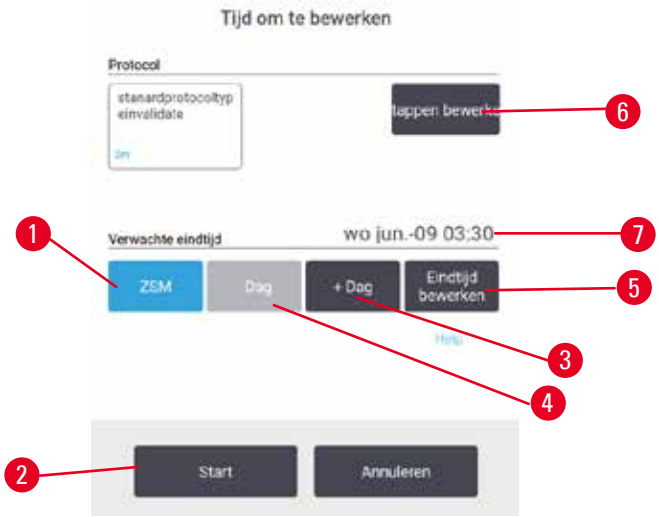
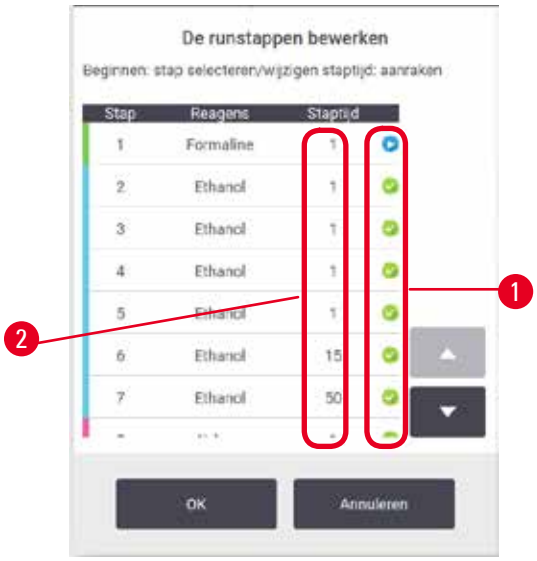

Afb. 53
Afb. 55
U kunt een programmarun plannen met het dialoogvenster **Tijd voor verwerking** (→ Afb. 53).
1. Start een programmarun zoals gebruikelijk vanuit het scherm **Status** en ga verder totdat het dialoogvenster **Tijd voor bewerking** (→ Afb. 53) geopend wordt. Tik op **Stappen bewerken** (→ Afb. 53-6) om het dialoogvenster **Runstappen bewerken** te openen (→ Afb. 55).